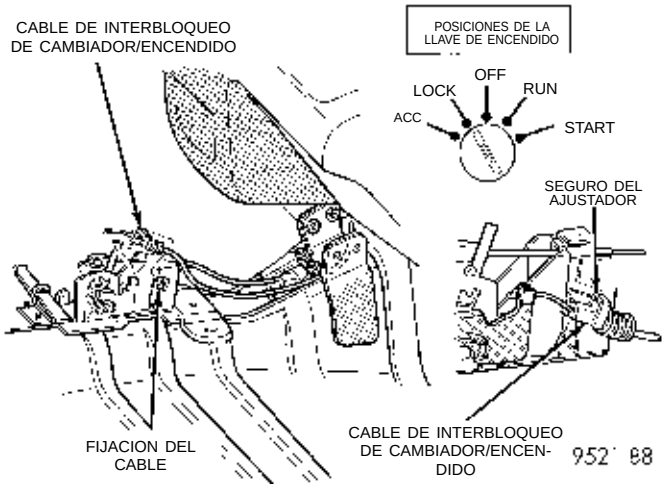
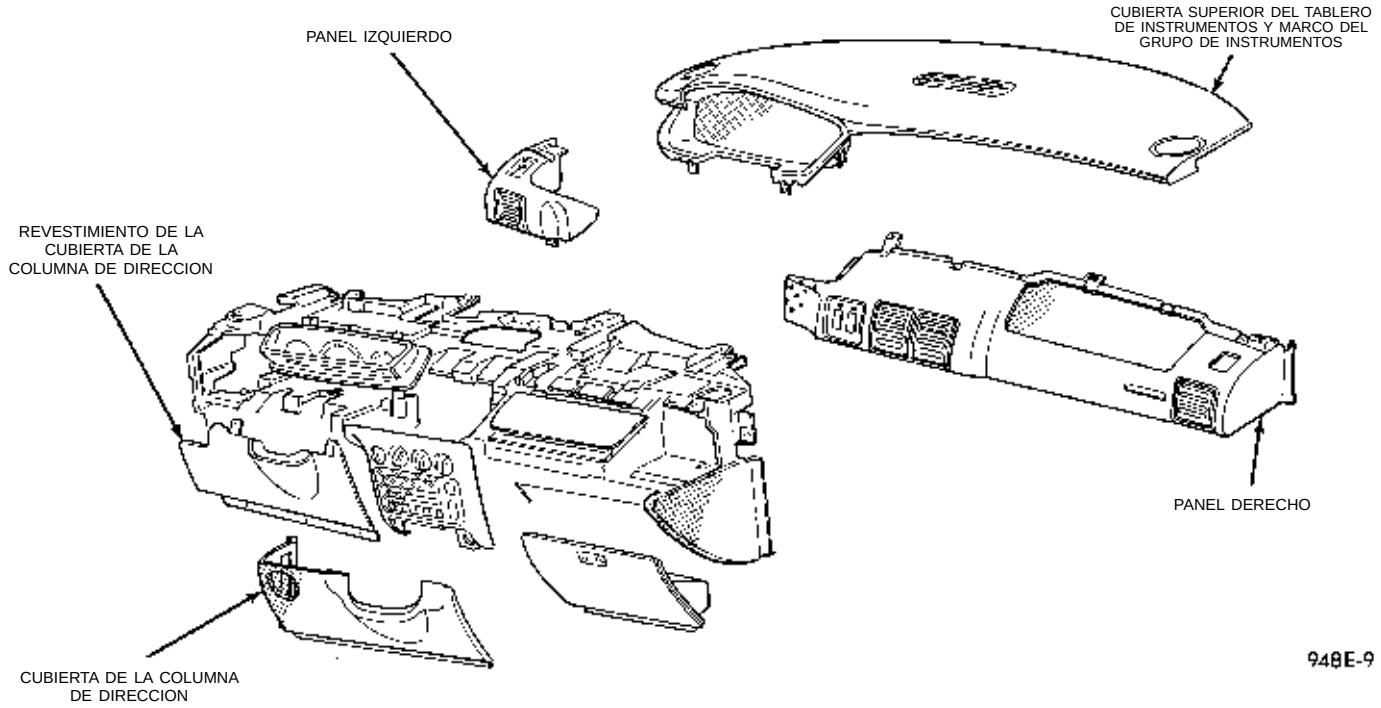

Fig. 22 Cable de interbloqueo de cambiador/ encendido
Fig. 23 Cubiertas inferiores de la columna de dirección
(5) Con un movimiento de palanca hacia arriba, suelte el seguro del ajustador del cable de interbloqueo de cambiador/encendido. Desenganche la conexión del extremo del cable de interbloqueo de cambiador/encendido de la ranura en el mecanismo del cambio de marchas (Fig. 22).
(6) Retire el extremo del núcleo del cable de la leva de plástico del mecanismo del cambiador.
(7) Tire del cable hacia arriba, sacándolo del mecanismo del cambio de marchas.
(8) Retire los tres tornillos situados a lo largo de la cubierta inferior de la columna de dirección y el tornillo de la cara exterior izquierda de la cubierta (Fig. 23).
(9) Aferre la cubierta y tire de ella hacia atrás hasta que se desenganchen los collarines.